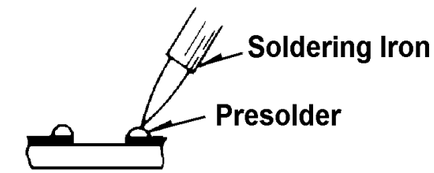

Fig.2-4, Chip Component Presolder
a. Presolder the contact points on the circuit board (Fig. 2-4).